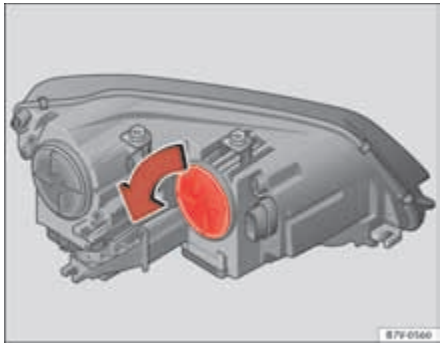

Fig. 215 In the engine compartment: Turn signal cover.
3.	Rotate the cover ⇒ fig. 215 in the direction of the arrow and remove it.
8.	Rotate the cover ⇒ fig. 215 in the opposite direction to the arrow as far as it will go.